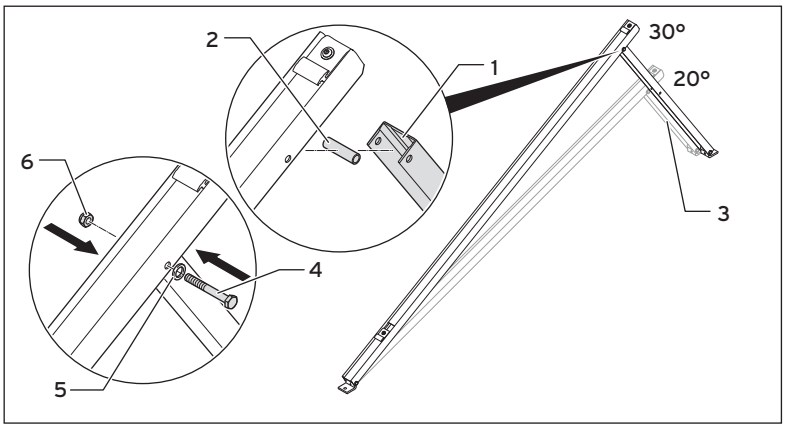

Fig. 5.11 Assemblaggio dei telai
- ➤ Serrare le viti della guida di regolazione (**→ fig. 5.11, pos. 4**).
- Serrare le viti della guida di regolazione (→ **fig. 5.11**, **4**).